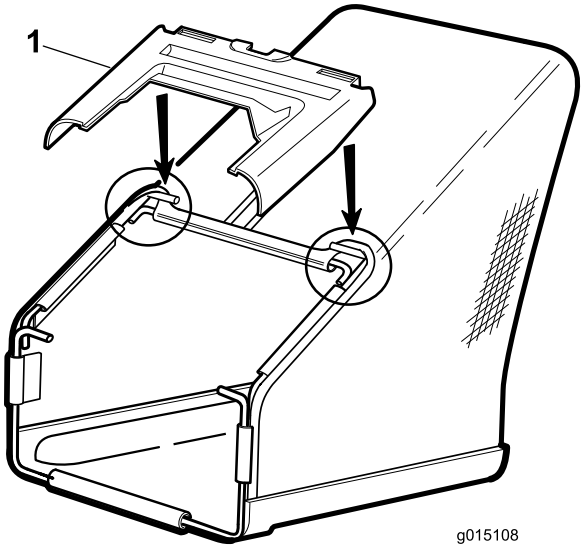

**Figur 5**
3. Montera plastkåpan över uppsamlarens ram enligt Figur 5.